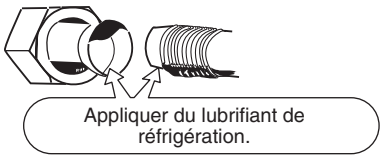

Fig. 5-4
(1) Appliquez un capuchon d'étanchéité ou un ruban étanche pour empêcher la pénétration de poussière ou d'eau dans les tubes avant qu'ils ne soient utilisés.
(2) Appliquer toujours un lubrifiant de réfrigérant (ou de l'huile) sur l'intérieur de l'écrou évasé avant de procéder aux raccordements de la tuyauterie. Ceci est efficace pour la réduction des fuites de gaz. (Fig. 5-4)